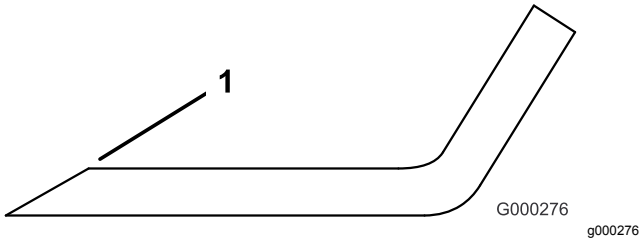

Figur 114
3. Kontrollera samtliga knivseggar. Slipa knivseggarna om de är slöa eller hackiga. Slipa endast skäreggens översta del och behåll den ursprungliga skärvinkeln för bästa skärpa (Figur 114). Kniven förblir balanserad om lika mycket metall avlägsnas från båda eggarna.